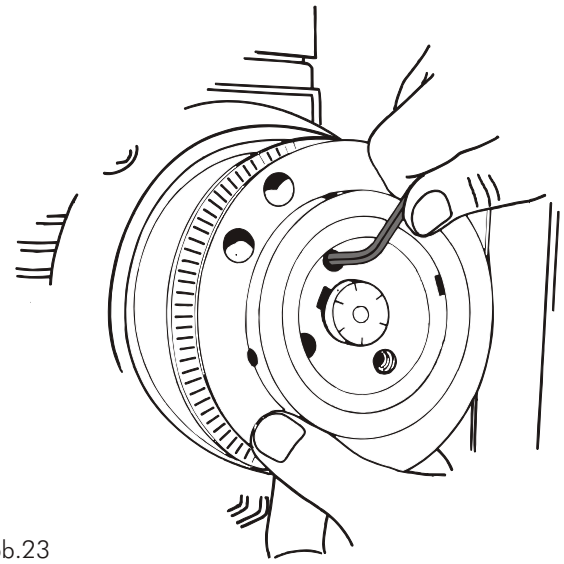

Abb.23
- Die Innen-Sechskantschrauben werden gleichmäßig und fest angezogen (Abb.23).